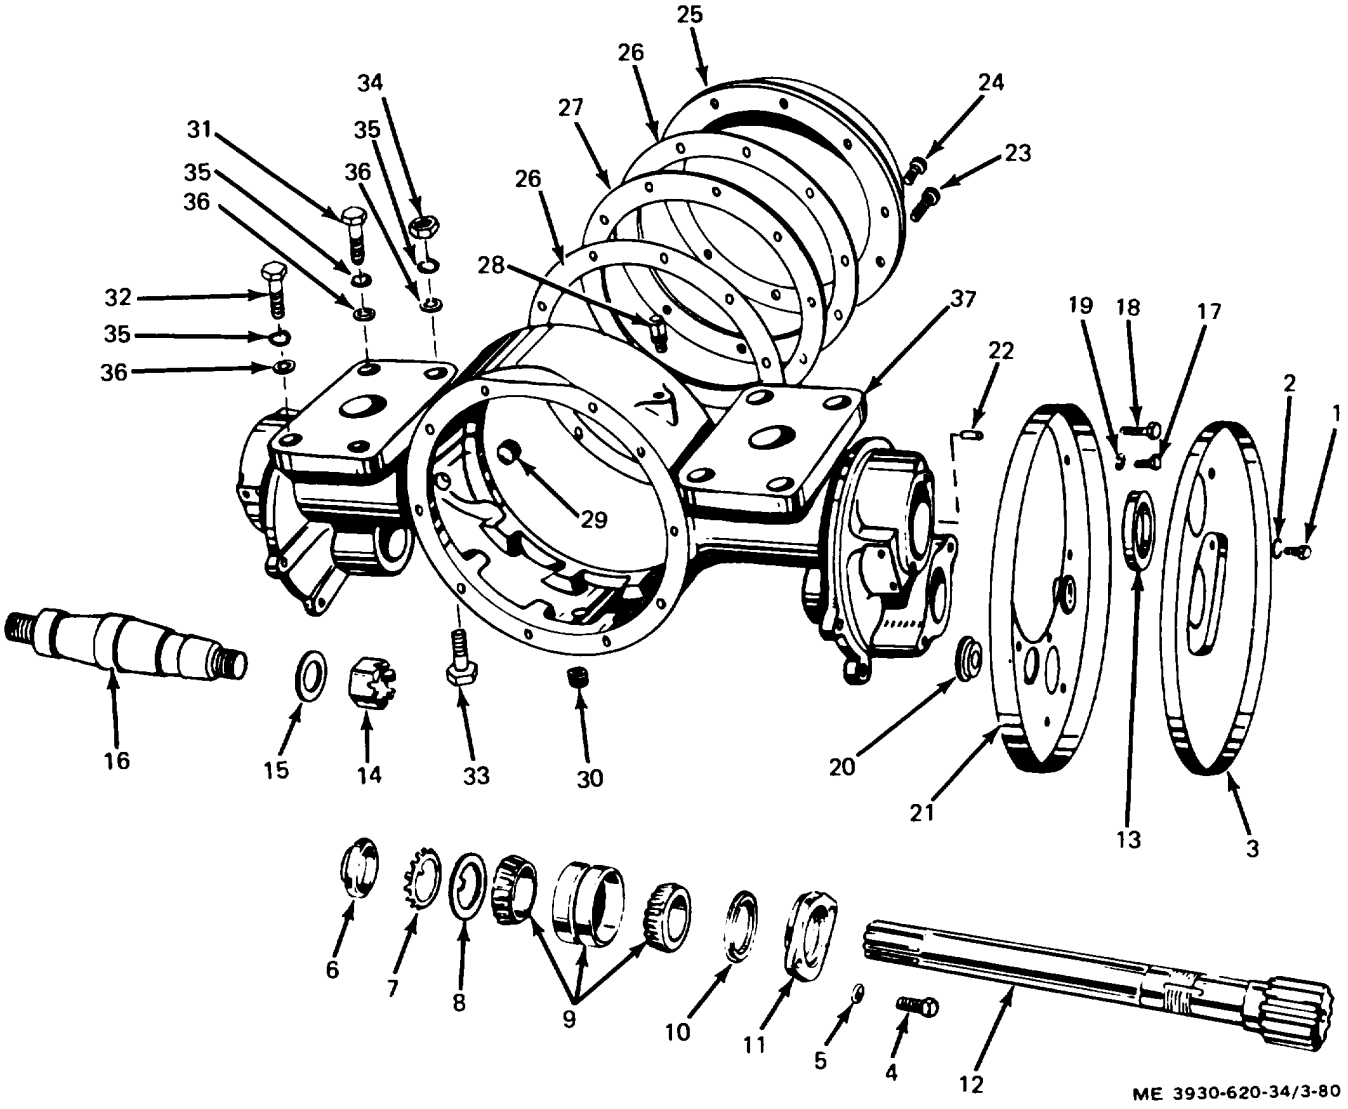
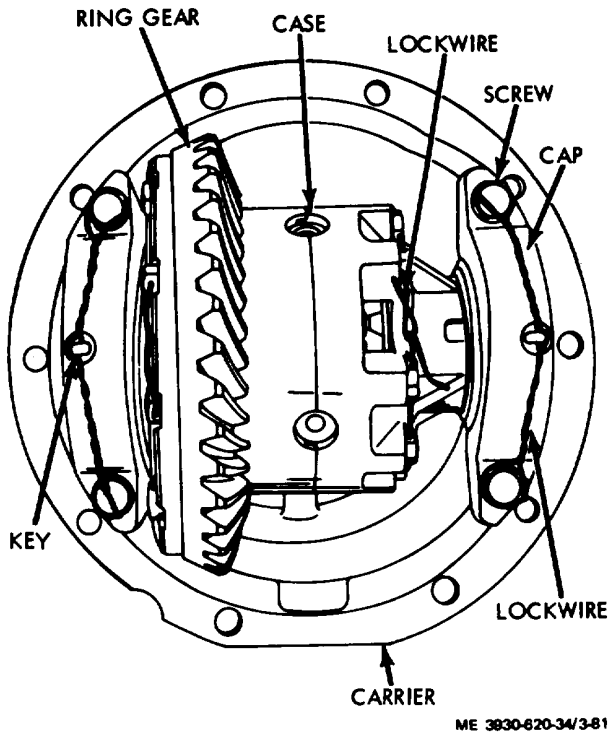

Figure 3-80. Drive axle housing and shafts. exploded view.
Figure 3-81. Differential and carrier assembly, component location.
b. Disassembly of Axle Housing. Disassemble according to the sequence of figure 3-80 and as follows:
(1) Remove jackshaft (para 3-44).
(2) Remove brake shoe assemblies (TM 10-393(0-620-1 2).
(3) Remove screws securing backing plate 121, fig. 3-80.
(4) Remove backing plate from housing.
(5) Remove cotter pin, locknut (14), and washer (15) from spindle (16).
(6) Install spindle puller and remove spindle.
c. Disassembly of Differential Carrier. (fig. 3-81, 3-82, and 3-83.)
KEY to fig. 3-80:
(1) all parts for excessive wear, damaged, or broken parts. Spacers shall be 1 / 32 inch, minimum.
(2) excessively worn, damaged, or broken parts.
e. Reassembly. (fig. 3-81, 3-82, and 3-83.)
(1) Install groove pins in ring gear.
(2) Install ring gear by drawing up gear using special mounting screws.
(3) Lockwire screws in position.
(4) Assemble spider pinion gears, thrust washers. and side gear on spider.